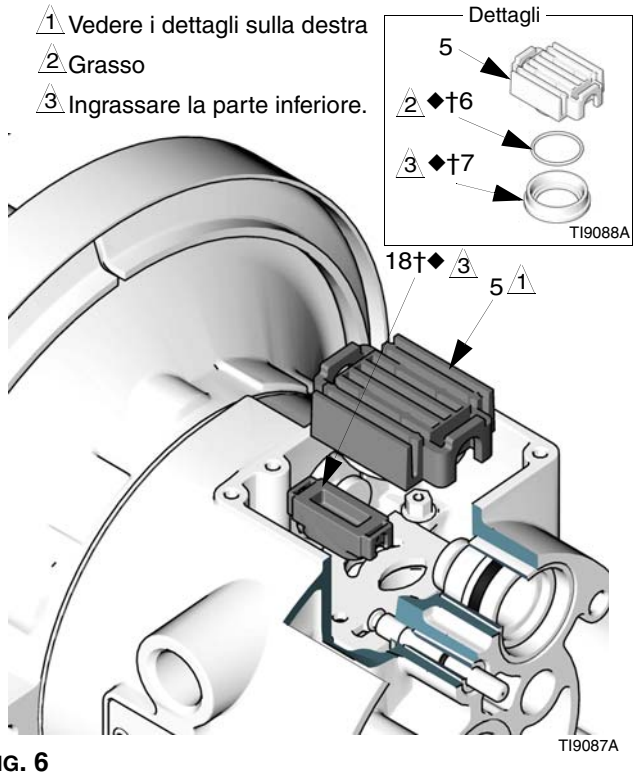

FIG. 6
3. Spostare il carrello della valvola (5) fino alla posizione centrale ed estrarla dalla cavità. Rimuovere dal carrello il blocco della valvola (7) e l'anello di tenuta (6). Utilizzando delle pinze a becco, estrarre il blocco guida (18) direttamente verso l'alto e fuori della cavità. Vedere la FIG. 6.
7. Ingrassare la parte inferiore del blocco guida (18†◆) e installarlo in modo che le linguette scattino in posizione nelle scanalature all'estremità degli spinotti guida (16). Vedere la FIG. 6.
8. Ingrassare l'anello di tenuta circolare (6†◆) e installarlo nel blocco della valvola (7†◆). Spingere il blocco sul carrello della valvola (5). Ingrassare il lato inferiore del blocco valvola. Vedere la FIG. 6.
9. Installare il carrello della valvola (5) in modo che le linguette scivolino nelle scanalature della parte più stretta del pistone degli attuatori (11). Vedere la FIG. 6.